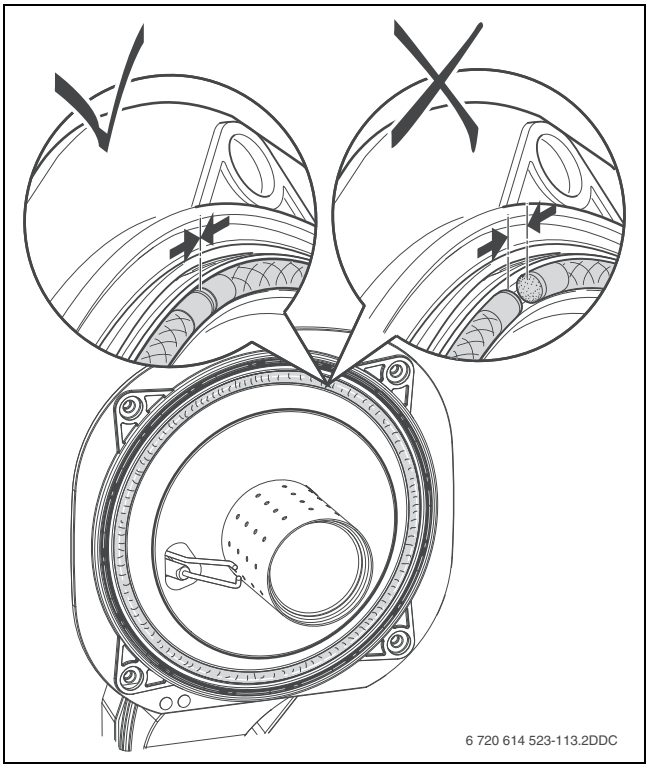

Afb. 37 Controleren glasvezel branderpakking
- ▶ Let er bij het inleggen van de glasvezel branderpakking (→ afb. 37) op, dat de beide uiteinden goed op elkaar aansluiten. Begin daarom bij het inleggen met de beide uiteinden.